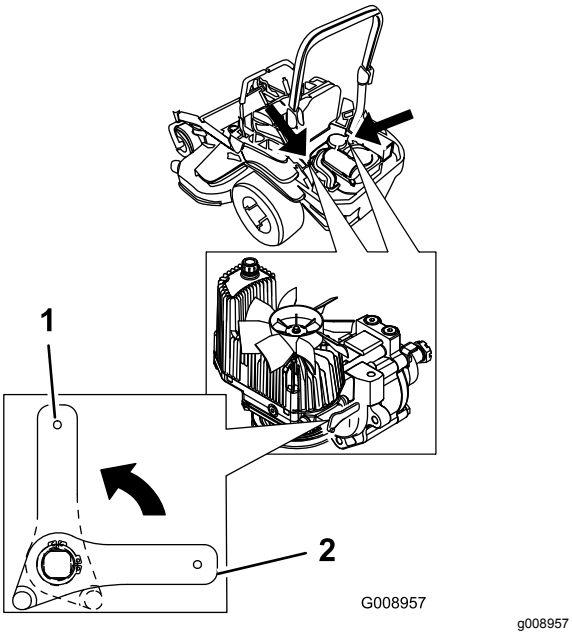

Figur 38
2. Vrid utlösningsventilspakarna till lodrätt läge för att skjuta på maskinen (Figur 38).
4. Vrid utlösningsventilspakarna horisontellt för att köra maskinen (Figur 38).